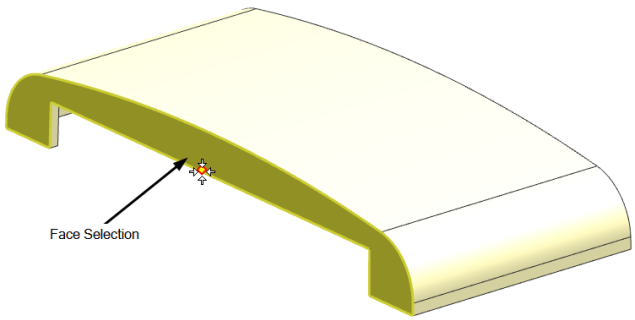

Figure 2-38 *The face selected for gate placement*
12. Select the **Point on Face** option from the **Type** drop-down list; you are prompted to specify the point location on the desired face, refer to Figure 2-38.